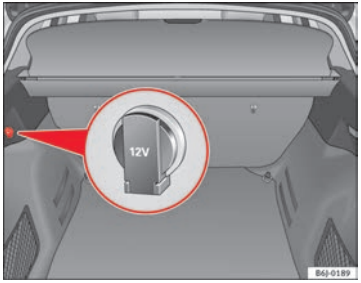

Fig. 91 Detailed view of the side trim in the luggage compartment: 12 volt power socket
– Lift the power socket cover ⇒ Fig. 91.